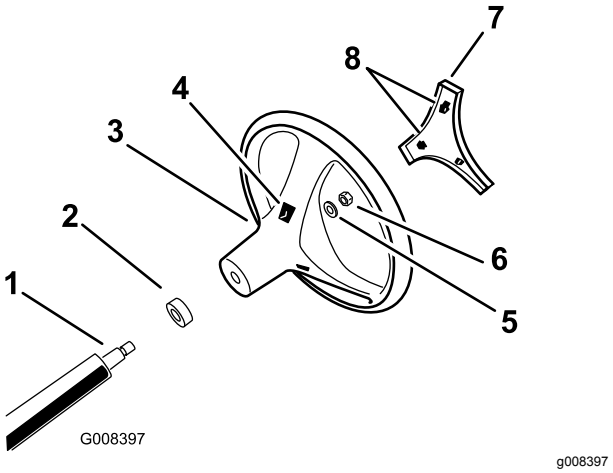

Figur 3
4. Fastgør rattet til akslen med låsemøtrikken, og tilspænd den med et moment på 24 til 29 N·m som vist i Figur 3.
5. Ret tapperne i dækslet ind efter hullerne i rattet, og tryk dækslet fast på rattets nav (Figur 3).